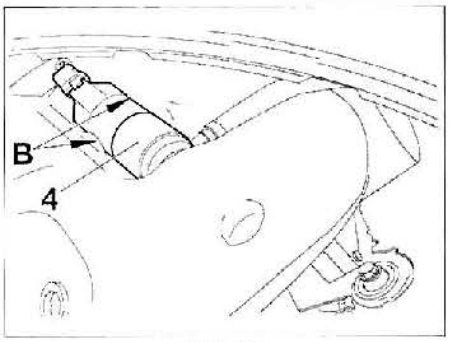

FIG. 15
• Desmontar la bomba eléctrica (2) en "A".
• Vaciar el depósito de líquido lavaparabrisas (1).
• Vehículos equipados con lavafaros, desmontar la bomba eléctrica (4) en "B" **(fig. 15).**